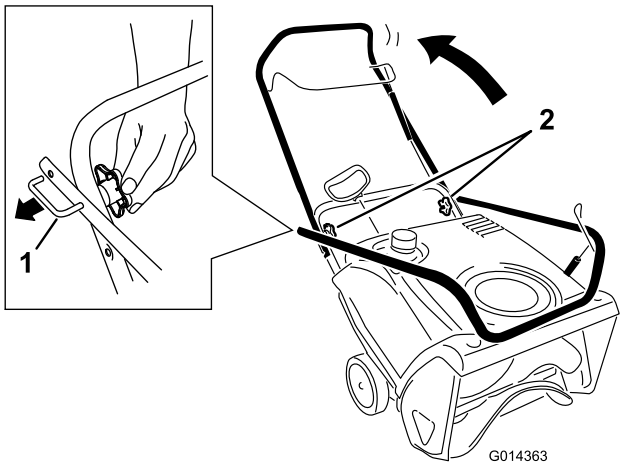

Figure 4
1. Loosen the handle knobs, pull out the "U"-shaped handle locks until you can move the handle freely, and rotate the handle to the operating position (Figure 4).